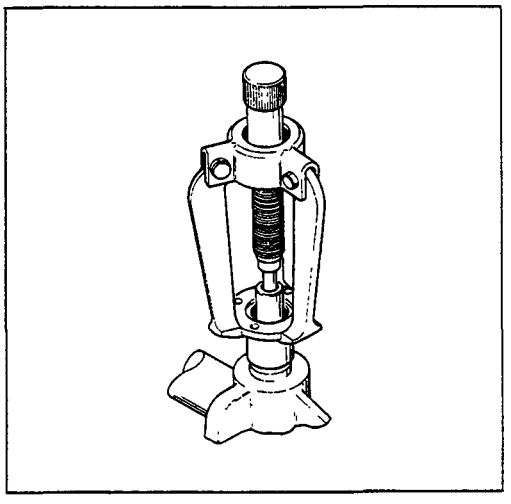

Figure 7
5. Remove the pinion nut and companion flange as shown in Fig. 7. Remove the oil seal taking care not to damage the housing bore.
2. Remove the companion flange using the appropriate puller. (Fig.7).